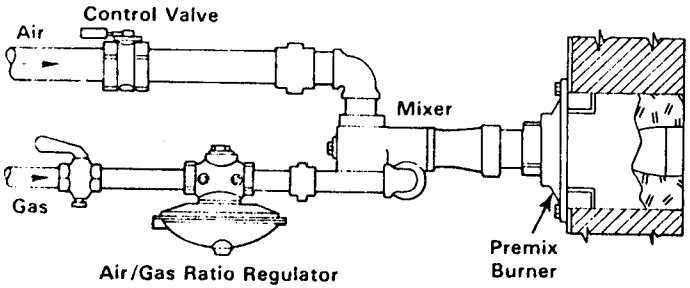

Figure 1
1. For an open type premix burner, remove the thread protection cap from the vent and connect as shown in Figure 1. If the vent is piped outdoors, protect the end of the vent pipe from air currents, water, and dirt.